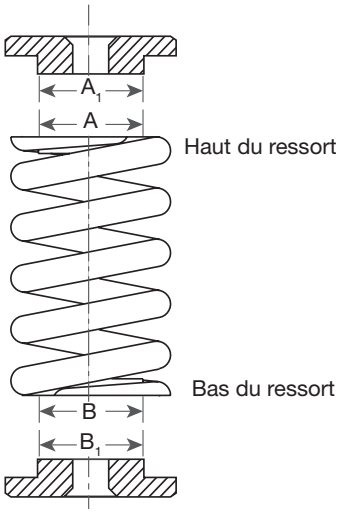

Figure 37 : Tolérance admissible du ressort
- Le jeu maximum entre A et $A_1$ et entre B et $B_1$ (voir la Figure 37) est supérieur à :
– 0,031" (0,79 mm) pour les ressorts avec un diamètre intérieur (ID) inférieur à 4" (100 mm).